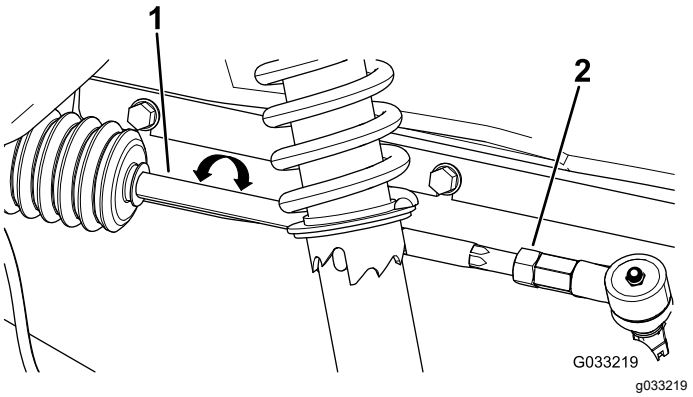

Figuur 50
2. Als deze afstand buiten het bereik van 0 tot 6 mm valt, moet u de contramoeren aan het uiteinde van de spoorstangen losdraaien (Figuur 50).